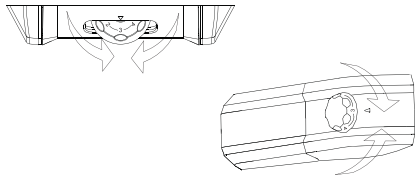

Fig.11
**Normaal is het niet nodig om in te grijpen met de thermostaat. Alleen in het geval dat de producten in de koelruimte te sterk afkoelen, voorzichtig de thermostaatknop naar 0 draaien. (fig. 11) Op einde van de bevriezing, de knop terug plaatsen op de gebruikelijke plaats.**